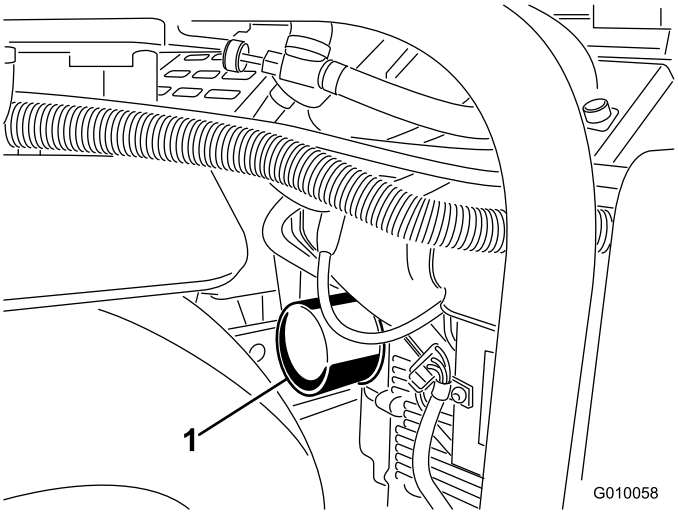
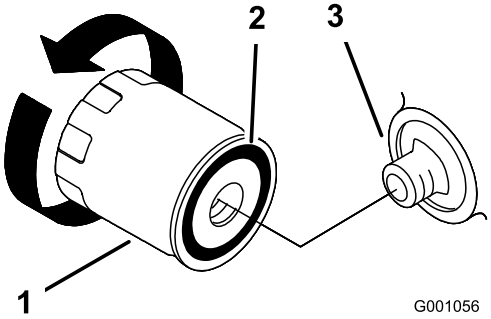

Figur 48
Figur 49
6. Plasser et grunt fat eller en fille under oljefilteret for å fange opp olje (Figur 48).
7. Fjern det brukte filteret (Figur 48 og Figur 49), og tørk av filteradapterens pakningsflate.